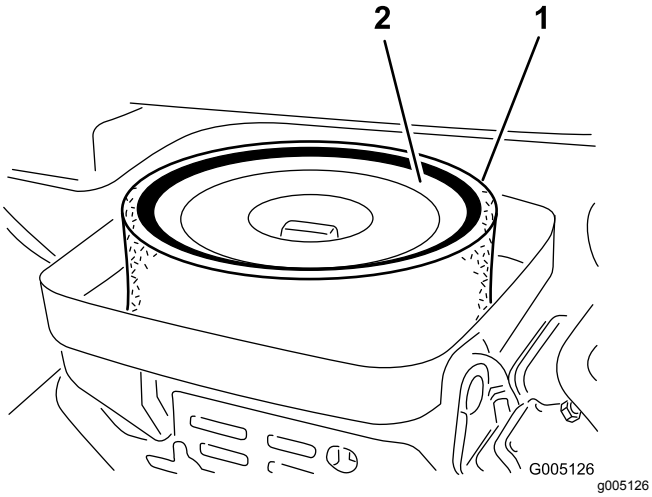

**Figur 27**
3. Ta bort vingmuttern som fäster delarna vid luftrenarhuset (Figur 27).
4. Ta bort skumgummidelen från pappersinsatsen om den är smutsig (Figur 27). Rengör den ordentligt på följande sätt: